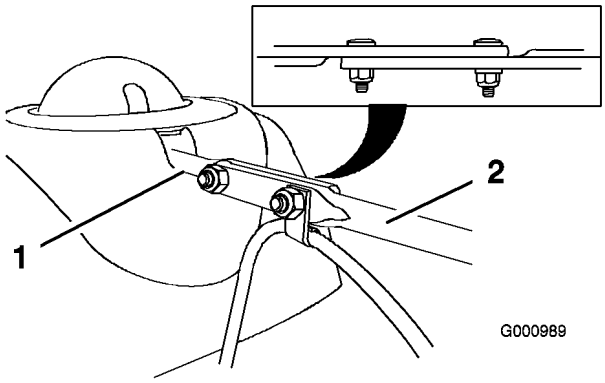

Figur 9
3. Rikta in den långa utkastarreglagestångens flata baksida med den korta stångens flata framsida som sticker ut från kontrollpanelen, så att de ligger intill varandra (Figur 9).